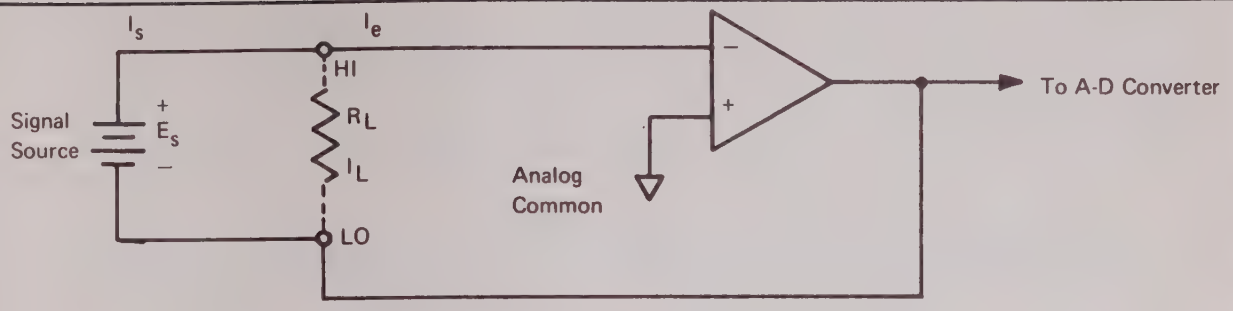

Figure 3. BUFFER
B. Buffer (Figures 3, 4, 5, 6 and Schematic No. 1)
Referring to Figure 3, the buffer could be represented as shown. The input resistance of the buffer is $\frac{E_s}{I_s}$ If I_s can be kept small, then the impedance will be high. The resistance R_L is the leakage resistance between the High and Low input termianls. Care was taken in the mechanical design of the instrument so that the leakage resistance would always be greater than 10^{12} ohms.
The other component of I_s is I_e. Elementary feedback theory indicates that the input resistance of an amplifier connected as shown in Figure 3 will be the product of the open loop input resistance and the loop gain. Junction Field Effect J-FETs, are used in the inputs of the buffer, and thus an open loop input resistance of greater than 10^9 ohms is obtained. The loop gain of the buffer is approximately 10^6, so the input resistance of the actual amplifier is greater than 10^{15} ohms, or much greater than the leakage resistance than could be expected at the input terminals.